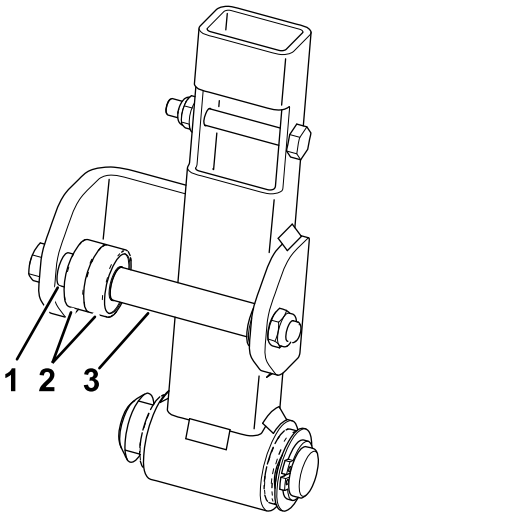

Figur 3
6. Fjern de eksisterende lejer og afstandsbøsninger fra den neutrale arm (Figur 3).
7. Monter de nye lejer og afstandsbøsninger (Figur 3).